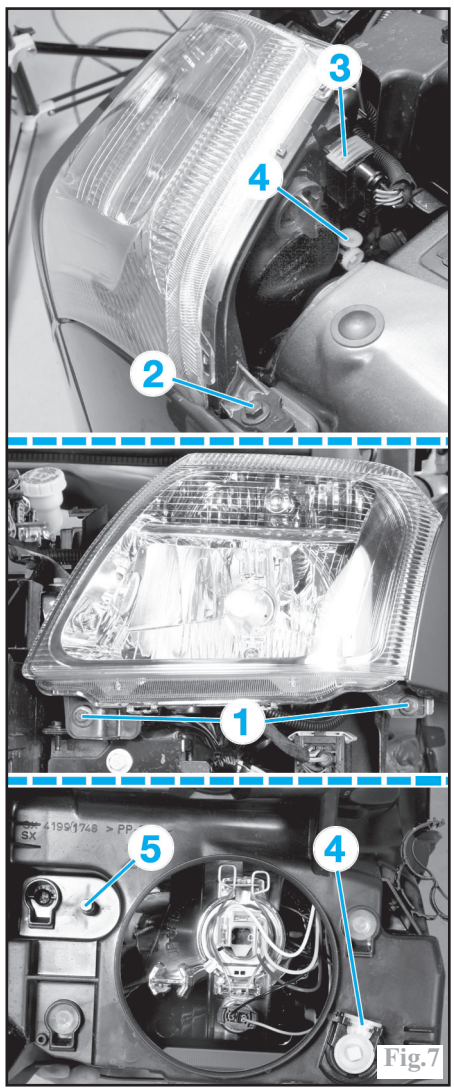

Fig.7
-les deux vis de fixation inférieures (1) du projecteur (Fig.7).
-la vis de fixation supérieure (2).
Agir sur la vis (4) pour le réglage vertical (Fig.7).